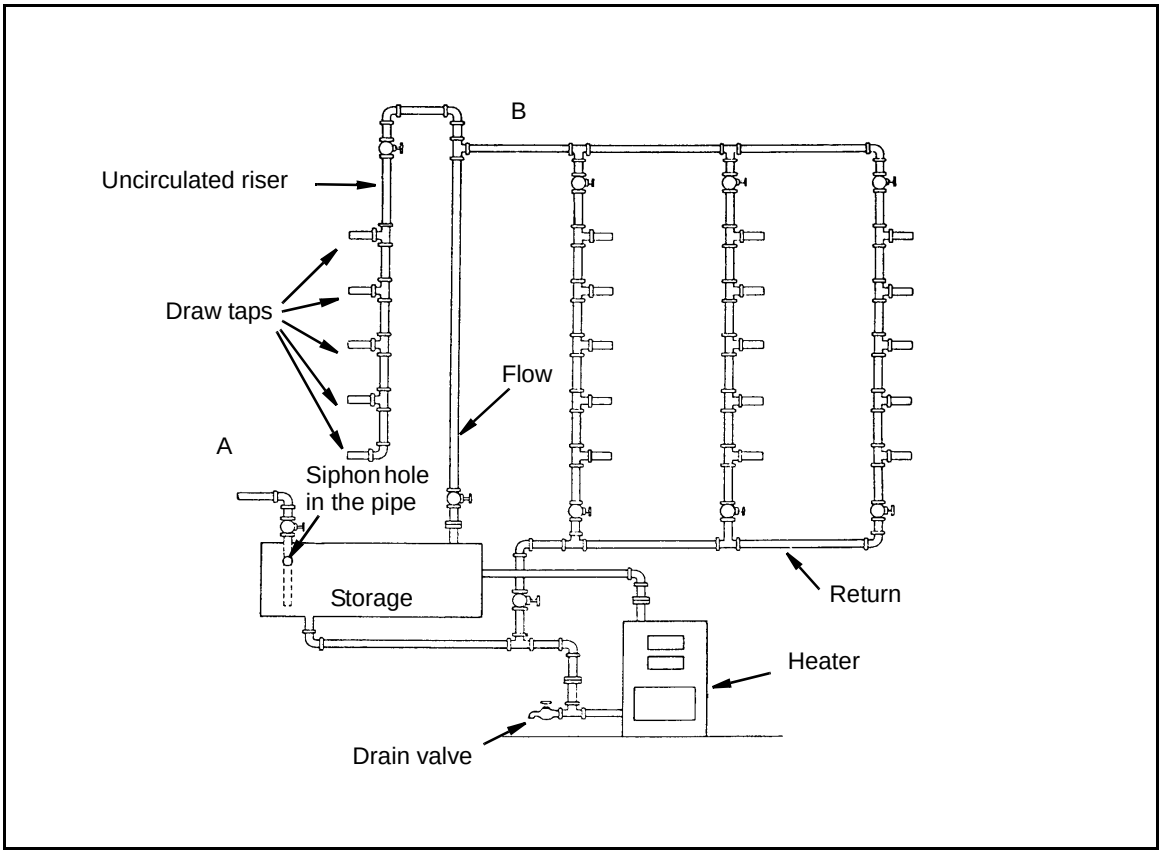

Figure 1-4. Circulating Hot-Water System (Two-Pipe)
1-48. To overcome this time lag, use a two-pipe, circulating-water supply system *(Figure 1-4)*. Hot water passes from the water heater through the main fixture supply risers and returns through a line to the water heater. This looped system circulates the hot water at all times. Warm water tends to rise and cold water tends to fall, creating circulation. The water within the loop is kept at a high temperature. When a tap is opened, hot water flows from the hot-water supply riser into the branch and out of the tap. The cold-water filler within the hot-water storage tank (water heater) has a siphon hole near the top of the tank. If reduced pressure occurs at point A, the siphon hole allows air to enter the cold-water filler. This breaks the vacuum and prevents back siphonage of hot water into the cold-water distribution system.
1-50. This circulating supply system *(Figure 1-4)* is an overhead-feed and gravity-return system and is likely to become air-locked. An air lock prevents circulation of the hot water. Since air collects at the highest point (B) of the distribution piping, the most practical way to relieve the air lock is to connect an uncirculated riser to the line at that point. The air lock is relieved when a fixture on the uncirculated riser is used.